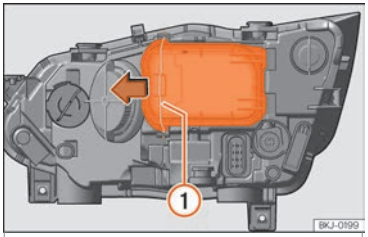

Fig. 52 No compartimento do motor: retirar a tampa.
– Desloque o tirante ››› **Fig. 52** ① no sentido da seta e retire a tampa.